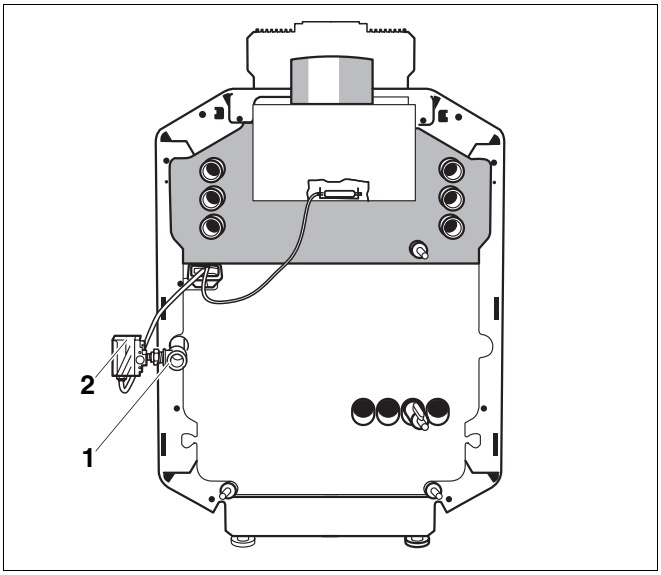

Rys. 22 Przyłącze gazowe
- Przewód gazu należy podłączyć do przyłącza gazowego bez naprężeń (rys. 22, **poz. 1**).
- W przypadku **gazu płynnego** uszczelnić czujnik ciśnienia gazu (rys. 22, **poz. 2**) (dostarczany razem z elementami do przestawiania na inny rodzaj gazu) bezpośrednio przy przyłączu gazowym (rys. 22, **poz. 1**) kotła grzewczego w przewodzie gazowym. Tarcza nastawcza powinna być przy tym skierowana do góry lub na zewnątrz. Przy wykonywaniu tej czynności należy stosować dostarczoną złączkę redukcyjną i wykonać przyłącze elektryczne zgodnie ze schematem ideowym.